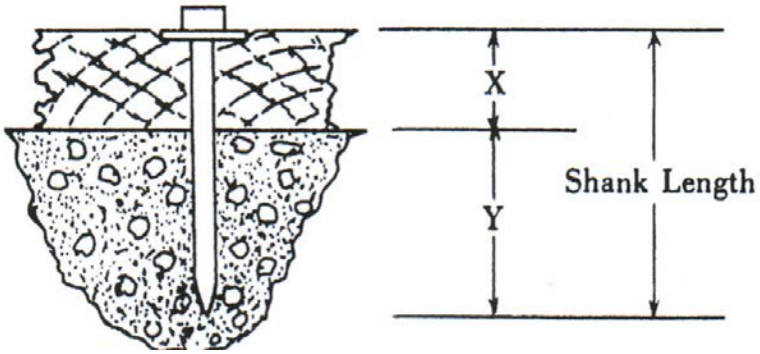

Figura 27
Clavos de disparo - Para seleccionar el clavo de disparo apropiado para hormigón o mampostería, se debe determinar la longitud correcta del fuste considerando una tolerancia para el grosor del material a ser sujetado (X), más la profundidad de la penetración requerida (Y), utilizando las siguientes reglas de penetración de diámetro de fuste. (**Figura 27**).